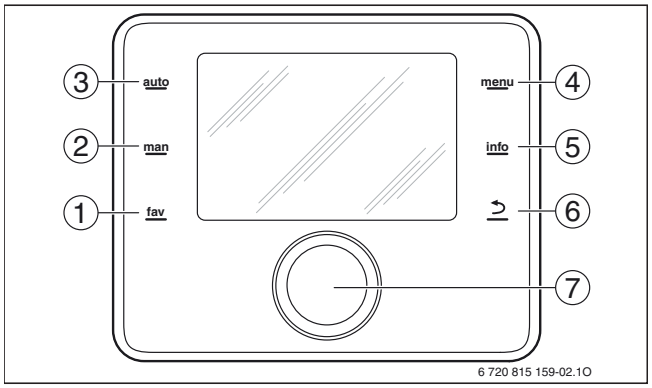

Fig. 51 Eléments de commande
Les touches de sélection (→ fig. 51, [3] et [2]) permettent de régler pour le chauffage les modes « automatique » et « manuel ».
- un bouton de sélection central pour le « réglage à une main » (appuyer et tourner avec un seul bouton → fig. 51, [7])